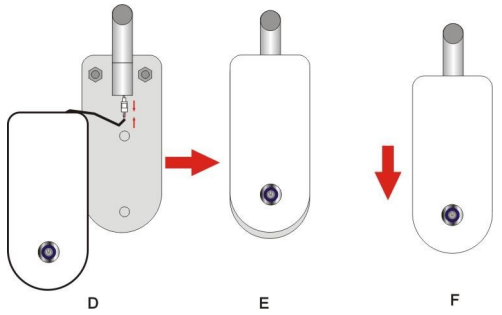

図 3
5) 図3-DのEおよびFに示すように、プラグをしっかりと差し込んでください。予備のケーブルを穴を通して電源ボックスに挿入し、電源ボックスの背面にある固定穴を、固定ベースプレートにセットし、電源ボックスを押し下げて固定ベースプレートに固定します。